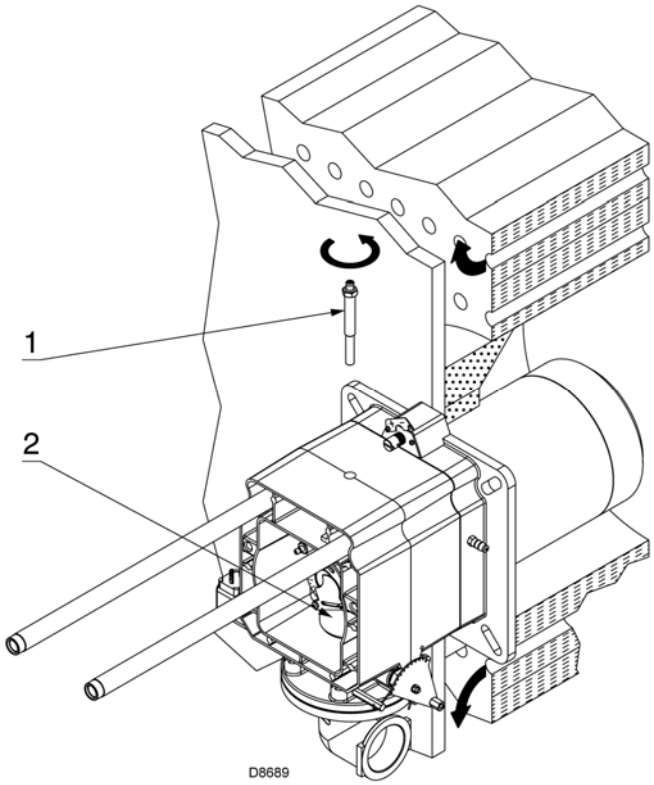

Рис. 13
Если оказалось, что электрод или датчик стоят неправильно, отвинтите винт (1) (рисунок 13), выньте внутреннюю часть головы (2) (рисунок 13) и отрегулируйте их положение.